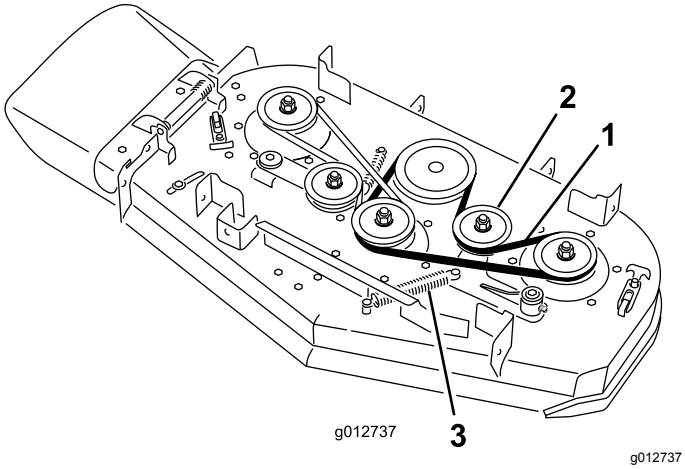

Figuur 66
5. Verwijder de veer van de ankerpost op de arm van de spanpoelie (Figuur 66).
6. Verwijder de versleten drijfriem (Figuur 66).
7. Plaats de nieuwe drijfriem rond de poelies van het maaidek, de koppelingspoelie en de spanpoelie (Figuur 66).
8. Monteer de veer op de ankerpost (Figuur 66).